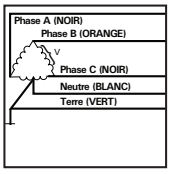

**Figure 3**
- B = 120/240 V, 3Ø, 4F (Fig 3)
B = 120/240 V, 3Ø, 4F (Fig 3)